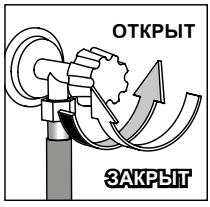

Рисунок 9
5.3 Вставить вилку шнура питания в розетку и открыть кран подачи воды (см. рис. 9).